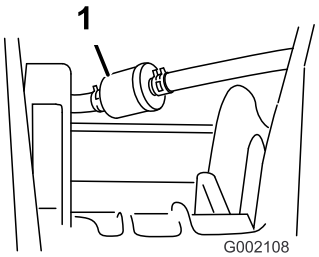

**Figur 32**
3. Ta bort klämmorna som håller fast bränslefiltret på bränsleledningarna (Figur 32).